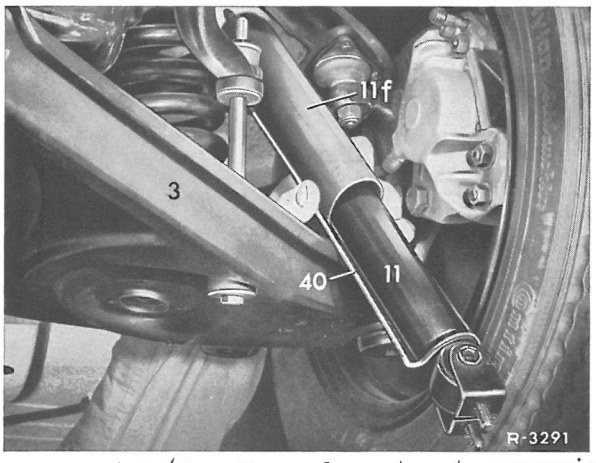

Fig. 32-2/3 3 nederste tværsvingarm 11 støddæmpere 11f beskyttelsesrør 40 bøjle 115 589 11 61 00
3 Støddæmperens trykstang trykkes ind og bøjlen (40) anbringes som på fig 32-2/3.